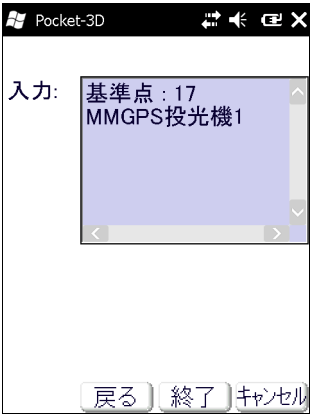

図 3-14. 取り込み情報
7. 取り込み情報を表示します。**【終了】**をタップします（図 3-14）。